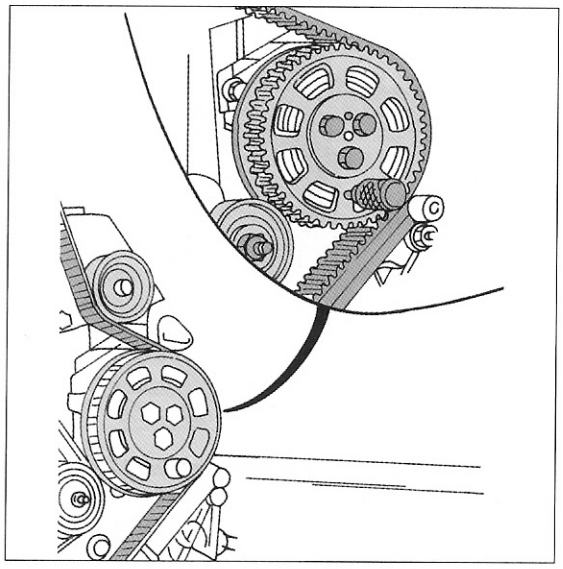
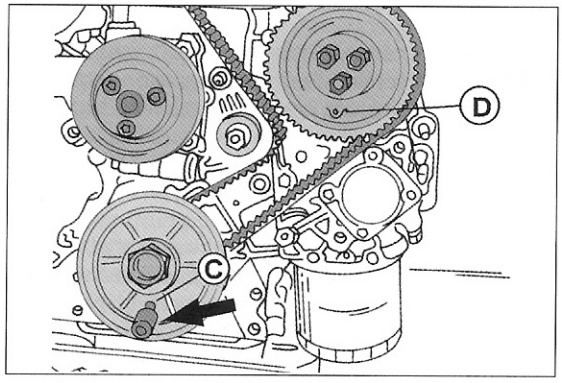

Bild 164
Bild 165
- Die Kurbelwelle in Drehrichtung durchdrehen, bis der Arretierbolzen in das Antriebsrad der Einspritzpumpe eingeschoben werden kann (siehe Bild 164). Zur Sicherheit kontrollieren, dass das Steuerzeichen (A) am Steuerrad der Nockenwelle in einer Linie mit dem Zeichen (B) am Zylinderkopfdeckel steht, wie es in Bild 112 gezeigt ist. Die Markierung (C) an der Kurbelwellenriemenscheibe muss wie in Bild 165 gezeigt an der Unterseite stehen, um den Arretierbolzen in die Riemenscheibe der Kurbelwelle einzuschieben.